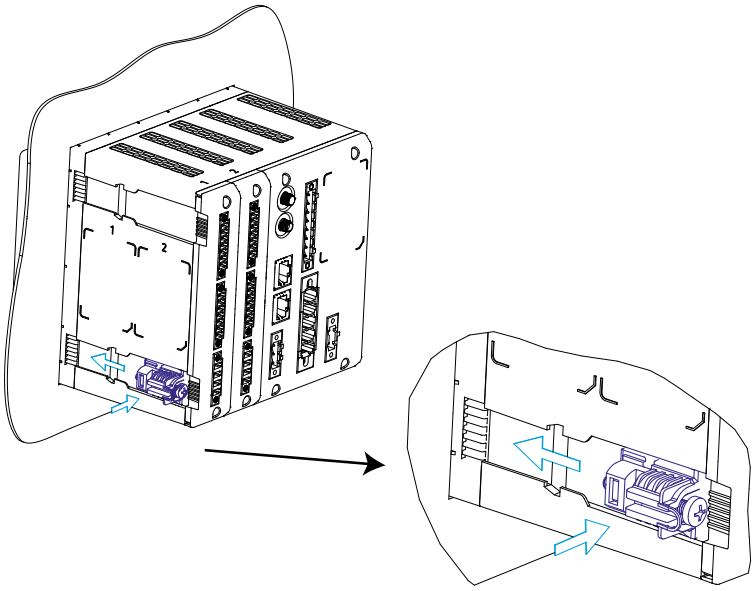

Figure 2: Install the fixing elements.
② Insert the device into the panel cut-out.
③ Position the fixing elements as shown in **Figure 2** until they click into place.